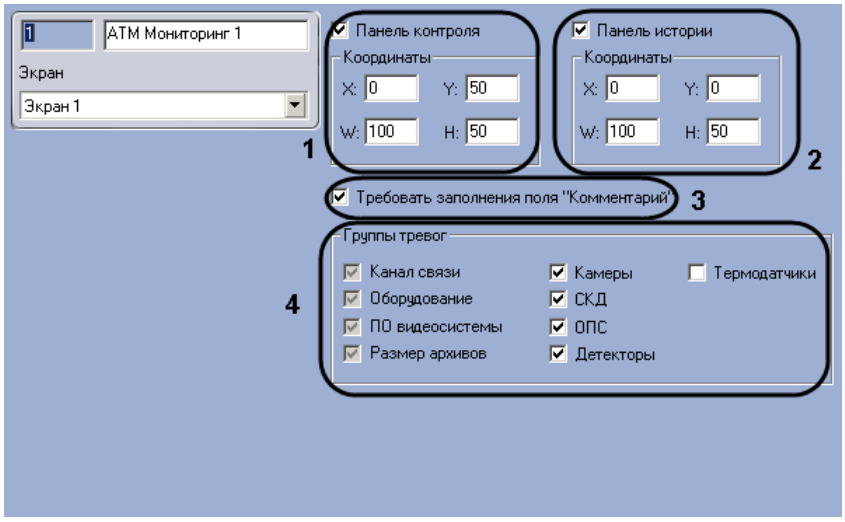

Рис. 6.1—1 Настройка интерфейсного объекта АТМ Мониторинг
1. Перейти на панель настройки объекта **АТМ Мониторинг** (Рис. 6.1—1).
2. В случае, если необходимо отображать **Панель контроля**, необходимо установить флажок **Панель контроля** и задать координаты ее отображения на экране (см. Рис. 6.1—1, 1).
3. В случае, если необходимо отображать **Панель истории**, необходимо установить флажок **Панель истории** и задать координаты ее отображения на экране (см. Рис. 6.1—1, 2).